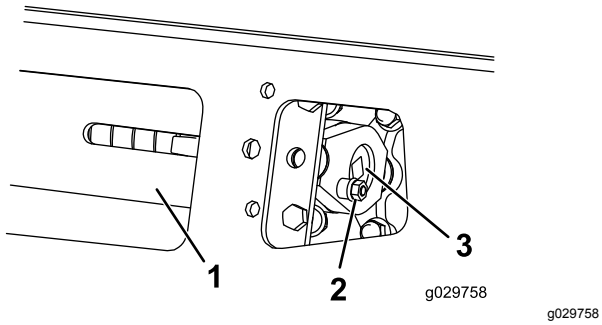
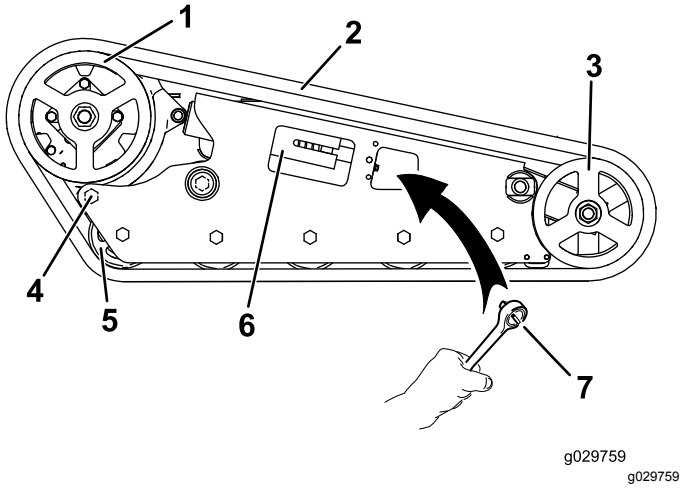

Figuur 58
Figuur 59
4. Verwijder de borgbout en de moer (Figuur 58).
6. Lijn de dichtstbijzijnde inkeping in de spanschroef uit met de opening van de borgbout en bevestig de schroef met de borgbout en moer (Figuur 58).
5. Gebruik een dopsleutel van ½" en verminder de spanning door de spanschroef rechtsom te draaien (Figuur 58 en Figuur 59).
6. Draai de achterste bout bij het aandrijfwiel los (Figuur 59).
8. Als de rupsband van het voorwiel af is, verwijdert u de band van de kettingwielaandrijving en de wegwielen (Figuur 59).
9. Begin bij de kettingwielaandrijving en plaats de nieuwe rupsband rond de aandrijving. Controleer of de aansluitpunten tussen de afstandsstukken op de aandrijving passen (Figuur 59).
10. Duw de rupsband onder en tussen de wegwielen (Figuur 59).
12. Gebruik een dopsleutel van ½" om de spanschroef linksom te draaien tot ze niet meer verder kan (Figuur 58).